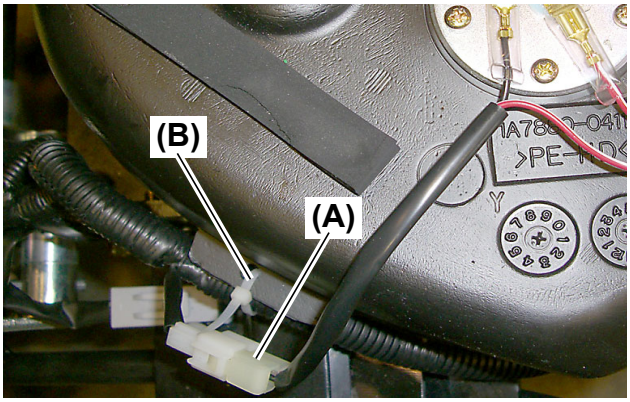

Fig. 4
4. Disconnect the fuel sensor connector **(Fig. 4, (A))** and cut the harness band **(Fig. 4, (B))**.